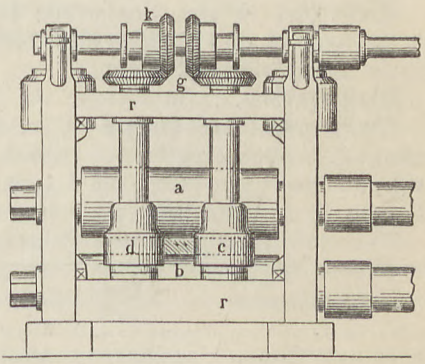

Fig. 328.
5. Universal-Wälzwerk von Daelen, Fig. 328. Schwere Flacheisen von rechteckigem Querschnitt walzt man mit einem derartigen Universal-Walzwerk aus. Die Walzenpaare a b sind in horizontaler, diejenigen c und d in vertikaler Lage angebracht. Dazwischen liegt ein viereckiger Raum, der nach oben zu durch Verstellung der horizontalen Oberwalze, seitwärts aber durch Näher- oder Auseinanderrücken der Walzen c und d verkleinert oder vergrößert werden kann. Das Arbeitsstück geht erst durch die Walzen a und b und kommt dann zwischen c und d. Somit erhält es die Form des freien Raumes. Die Vertikalwalzen ruhen in dem Gerüste r; die Kegelräder k g treiben die Walzen c d an.